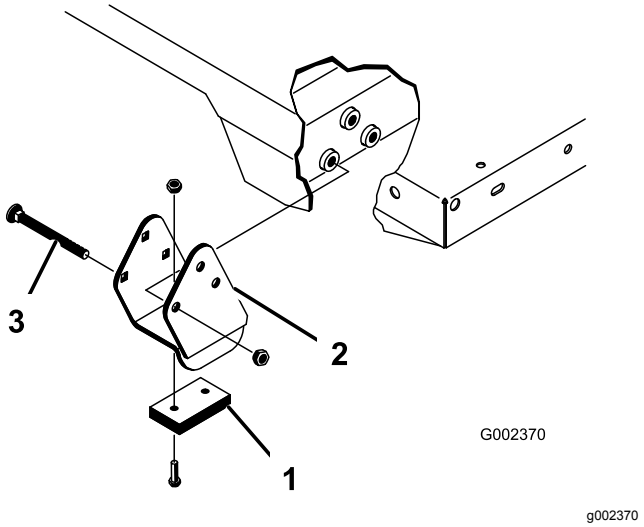

**Figur 32**
Påse at avstandsbrakettene og slitasjeblokkene (Figur 32) er montert med låsebolthodene plassert på innsiden av maskinen.
2. Sett planet forsiktig oppå maskinens ramme. Hullene i den bakre hengselplaten skal være på linje med hullene i den bakre rammekanalen. Monter to splittpinner og ringstifter (Figur 32).
4. Før inn splittpinnen fra utsiden av planet med ringstiften vendt mot utsiden (Figur 32).